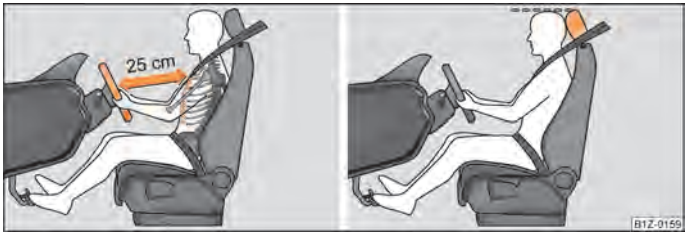

Fig. 116 The correct distance of the driver from the steering wheel/The correct head restraint adjustment for the driver
- Adjust the steering wheel so that the distance between the steering wheel and your chest is at least 25 cm ⇒fig. 116 - left.
- Adjust the head restraint so that the top edge of the head restraint is at the same level as the upper part of your head ⇒fig. 116 - right.
- **The driver must maintain a distance of at least 25 cm to the steering wheel ⇒ fig. 116 left. Not maintaining this minimum distance will mean that the airbag system will not be able to properly protect you - hazard!**
- Adjust the head restraint so that the top edge of the head restraint is at the same level as the upper part of your head ⇒ fig. 116 - right.
- Adjust the head restraints so that the top edge of the head restraints is at the same level as the upper part of your head ⇒ fig. 116 - on the right.